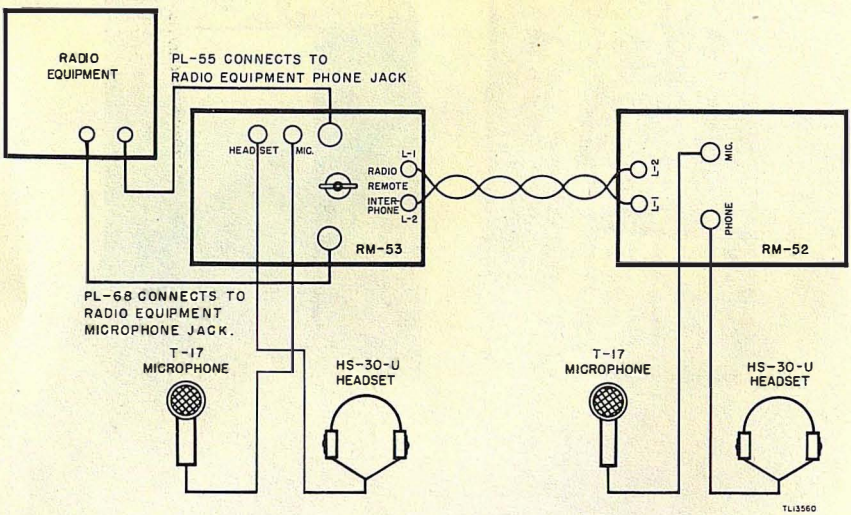

Figure 4. Equipment installation diagram.
6. INSTALLATION OF EQUIPMENT (fig. 4).